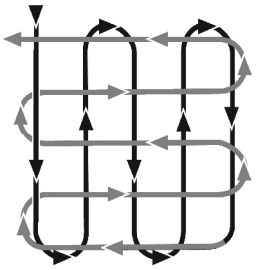

Рис. 16.
- Проходы по обрабатываемой территории рекомендуется осуществлять под прямым углом (см. рис.16).